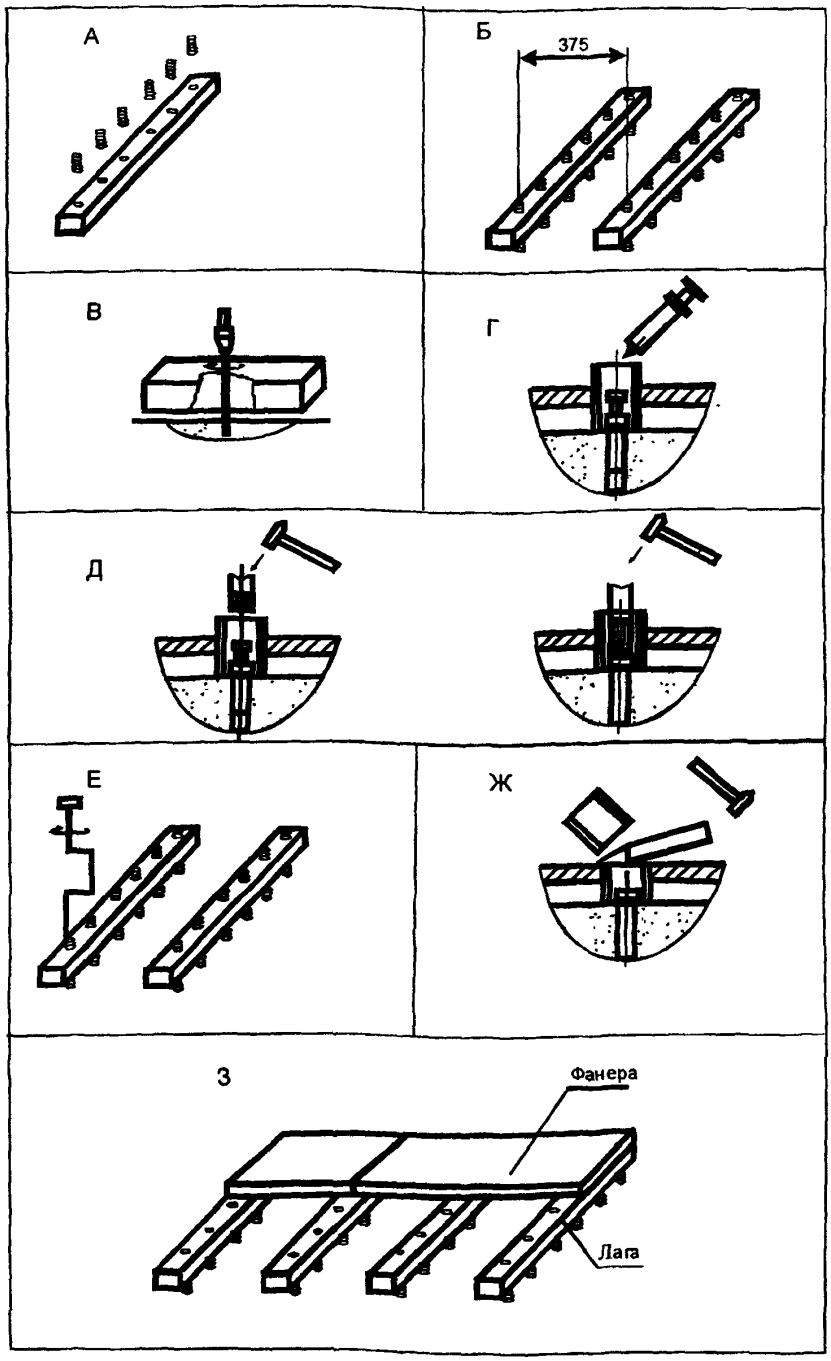

Рисунок 4 — **Последовательность операций при установке регулируемых лаг и закреплении к ним сборной стяжки**
5.60. При значительных неровностях подстилающего слоя, а также при необходимости укладки сборной стяжки по тепло- и звукоизолирующему слою или прохождении под стяжкой труб возможно выполнение сборной стяжки из фанеры по регулируемым лагам со сквозными резьбовыми отверстиями (рисунок 4).
5.62. Перед установкой в отверстия лаг ввинчиваются пластиковые болты-стойки, на которые опираются лаги (рисунок 4, *А*).
5.63. Лаги устанавливаются на перекрытии с шагом 375 мм, после чего через болты-стойки в перекрытии засверливаются отверстия (рисунок 4, *Б, В*).
5.64. В болт-стойку помещают дюбель-гвоздь, который на неполную глубину забивают с помощью дробника в отверстие, выполненное в перекрытии (рисунок 4, *Г, Д*).
5.65. С помощью завинчивающего инструмента регулируют необходимое положение лаг по уровню (рисунок 4, *Е*) и окончательно закрепляют лаги к перекрытию с помощью дюбеля-гвоздя, после чего выступающие части болтов-стоек срезают с помощью стамески (рисунок 4, *Ж*).
5.66. На установленные таким образом лаги укладывают сборную стяжку из двух слоев фанеры толщиной по 12 мм, закрепляя их с шагом 150 мм саморезами. При этом второй лист фанеры должен перекрывать стыки нижнего слоя (рисунок 4, *З*).